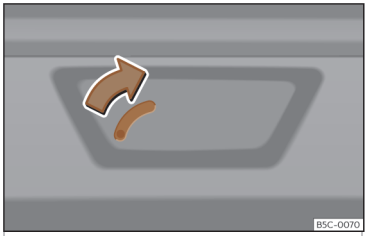

Abb. 87 Ausschnitt Gepäckraum: Notentriegelung.
- Führen Sie den Schlüsselbart in den Schlitz ein und drehen Sie den Schlüssel in Pfeilrichtung, bis sich das Schloss öffnet»» **Abb. 87**.